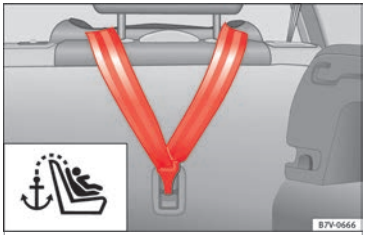

Afb. 38 Bovenste bevestigingsgordel vastgehaakt in de bagageruimte.
- Haak de bovenste bevestigingsgordel in de achterzijde van de rugleuning van de stoel achterin in de overeenkomstige bevestigingsring (voor TOP TETHER) van de rugleuning **»» afb. 38**.